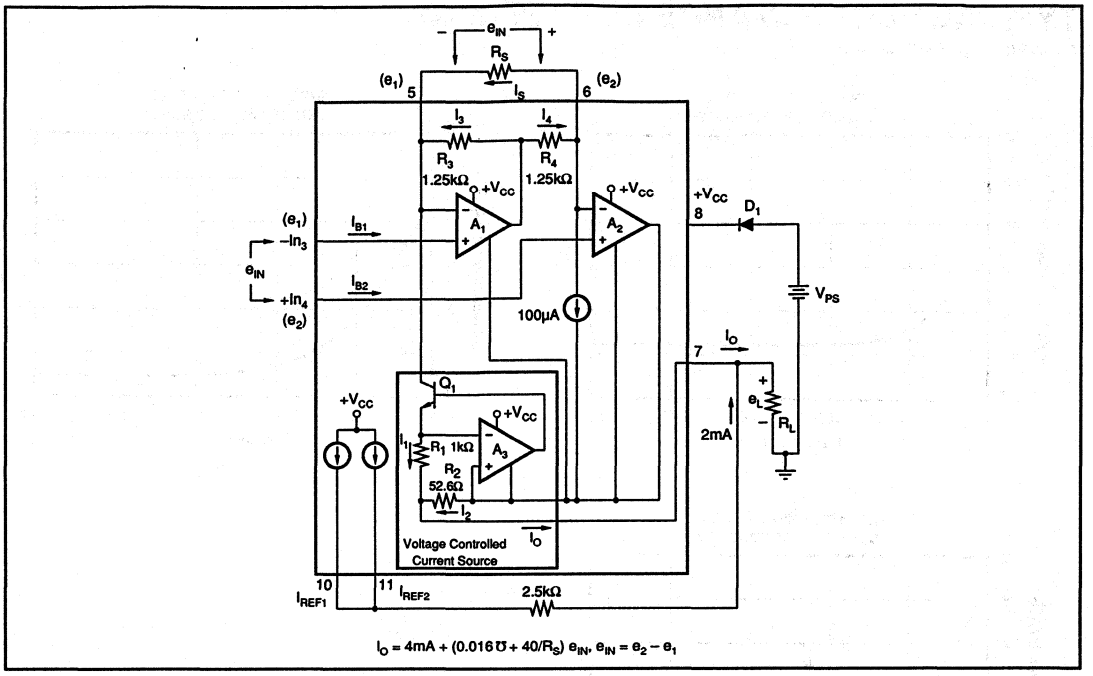

FIGURE 1. Simplified Schematic of the XTR101.
A simplified schematic of the XTR101 is shown in Figure 1. Basically the amplifiers, A_1 and A_2, act as a single power supply instrumentation amplifier controlling a current source, A_3 and Q_1. Operation is determined by an internal feedback loop. e_1 applied to pin 3 will also appear at pin 5 and similarly e_2 will appear at pin 6. Therefore the current in R_S, the span setting resistor, will be $I_S = (e_2 - e_1)/R_S = e_{IN}/R_S$. This current combines with the current, I_3, to form I_1. The circuit is configured such that I_2 is 19 times I_1. From this point the derivation of the transfer function is straightforward but lengthy. The result is shown in Figure 1.
The basic connection of the XTR101 is shown in Figure 1. A difference voltage applied between input pins 3 and 4 will cause a current of 4-20mA to circulate in the two-wire output loop (through R_L, V_{PS}, and D_1). For applications requiring moderate accuracy, the XTR101 operates very cost-effectively with just its internal drive transistor. For more demanding applications (high accuracy in high gain) an external NPN transistor can be added in parallel with the internal one. This keeps the heat out of the XTR101 package and minimizes thermal feedback to the input stage. Also in
7. It is recommended that a reverse polarity protection diode (D_1 in Figure 1) be used. This will prevent damage to the XTR101 caused by a momentary (e.g., transient) or long term application of the wrong polarity of voltage between pins 7 and 8.